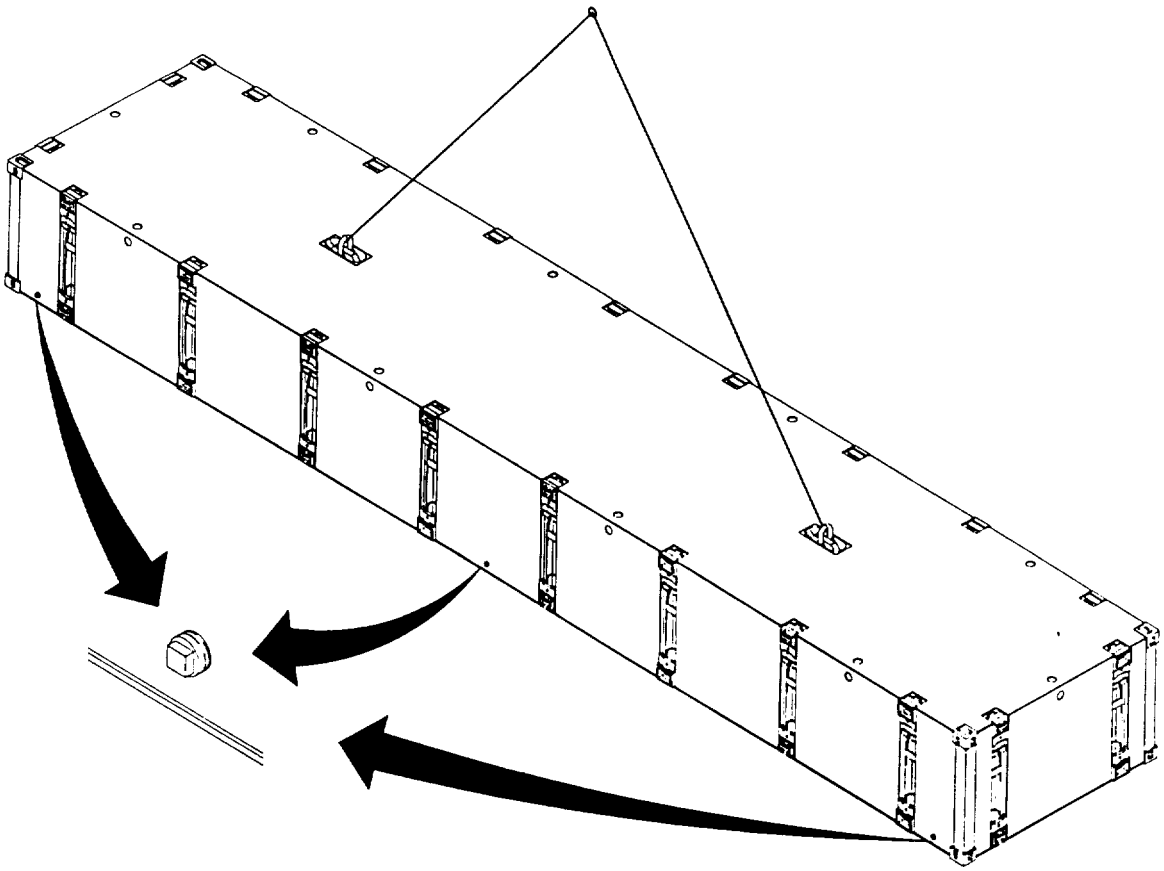

Figure 2-27. Lifting MCF Center Module (Non-Powered).
a. A string sling is utilized when lifting the Center Module (Non-Powered) (Figure 2-27). The string slings consists of a 1 3/8 inch diameter 6 X 37 IWRC two leg, wire rope bridle with a 2-1/4 inch x 8 x 16 inch master link at the lift end. Bridle legs are 14 feet pull to pull, with thimbles at each end. One 22 ton eye hook is at the load end of each leg.